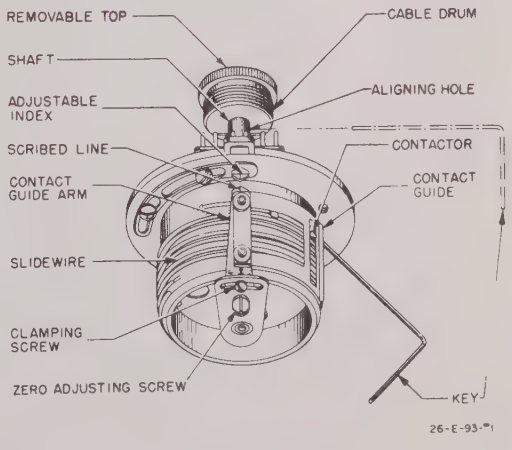

Figure 1. Helical Slidewire
**b.** Place the shaft of the contactor in the small hole in the end of the key (Figure 1).